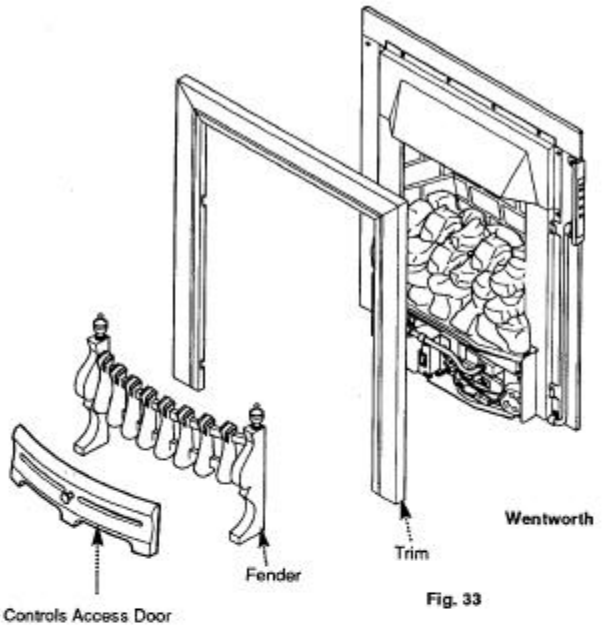

Fig. 33
9.2 Wentworth Models (Fig. 33)